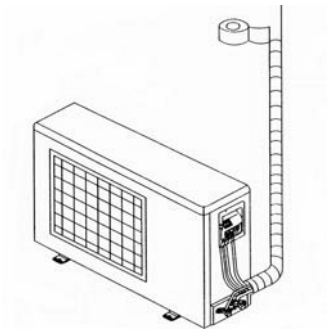

Abb. 5
(1) Verbindungsrohre und Kabel mit Hilfe von Klebeband zusammenbinden. Ablaufrohr von Verbindungsleitung und Kabel trennen, damit kein Kondensat vom Ablaufrohr herabfließen kann.
(2) Rohre mit Wärmeisolationsband von unten vom Außengerät bis zum oberen Ende umwickeln, wo die Rohre in die Wand hineintreten. Beim Umwickeln mit dem Isolationsband muss das nächste Gewinde eine Hälfte des vorherigen Gewindes überdecken. (Siehe Abb. 5.)
(3) Die umwickelte Rohrleitung muss mit Halterungen an der Wand befestigt werden.